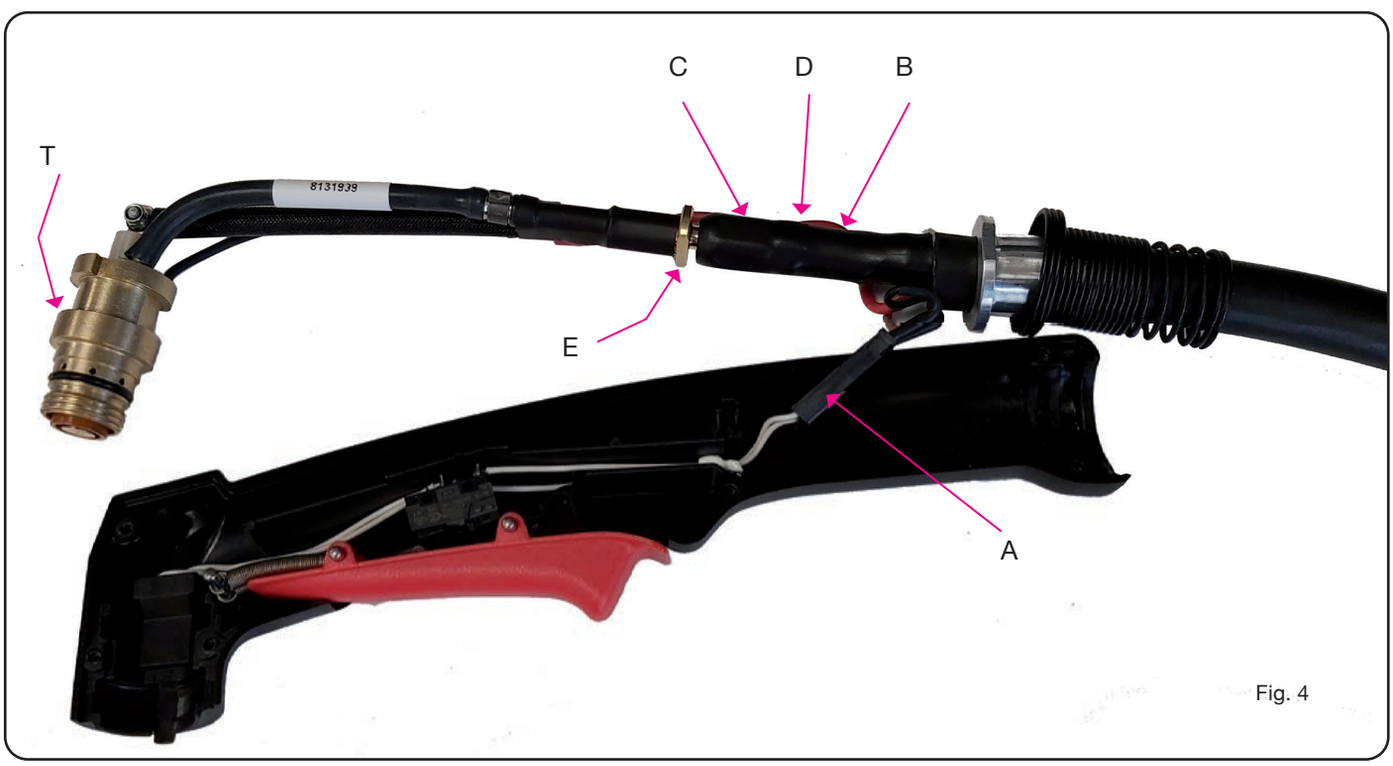

Fig. 4
- Con referencia a la Fig. 4, elevar el cuerpo soplete **T** con cable y desacoplar la conexión **A** (pulsador) y la conexión **B** (arco piloto) prestando atención a que los componentes del grupo pulsador (véase Fig. 5) permanezcan en la posición original.